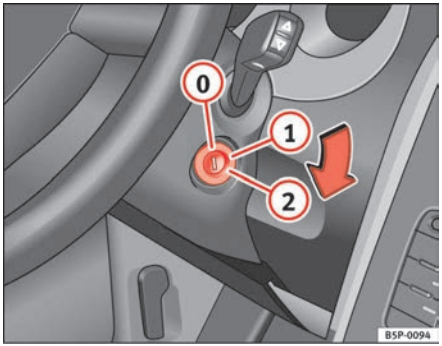

Fig. 137 Ignition key positions
In the position ⇒ fig. 137 the ignition and the engine are OFF and the steering may be locked.
– Turn the ignition key to position ⇒ page 163, fig. 137 (1). The indication lamp ⌀ will light for engine pre-heating.
– When the warning lamp goes out, turn the key to position (2) to start the engine. Do not press the accelerator.
– Turn the ignition key to position ⇒ page 163, fig. 137 (0).